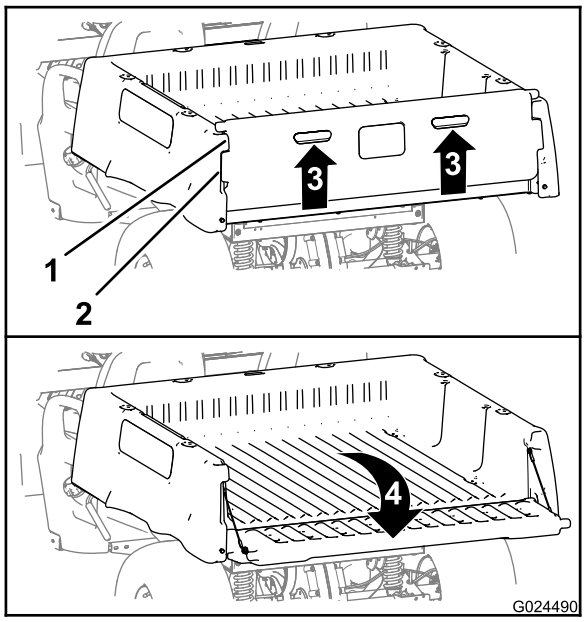

Figuur 11
2. Til de klepjes op het achterste paneel van de achterlaadklep omhoog (Figuur 11).
3. Lijn de borgflenzen van de achterlaadklep uit met de openingen tussen de flenzen van de achterlaadklep van de laadbak (Figuur 11).
4. Draai de achterlaadklep naar achteren en omlaag (Figuur 11).
6. Draai de achterlaadklep naar boven en naar voren tot de borgflenzen van de achterlaadklep gelijk komen met het vak voor de achterlaadklep in de laadbak (Figuur 11).
7. Laat de achterlaadklep zakken tot deze in de achterzijde van de laadbak zit (Figuur 11).